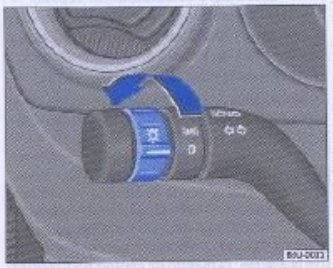

Fig. 63 Detalle en la palanca de los indicadores de dirección: interruptor de las luces
– Gire el interruptor hasta la posición ≡⇐0⇒ fig. 63. En esta posición se encienden las linternas (luz de posición), luz de la placa de matrícula y tablero de instrumentos ⇒ ⚠.
– Gire el interruptor hasta la posición ≡D⇒ fig. 63. En esta posición, se encienden los faros, de carretera o de cruce, dependiendo del conmutador de los faros ⇒ página 91.